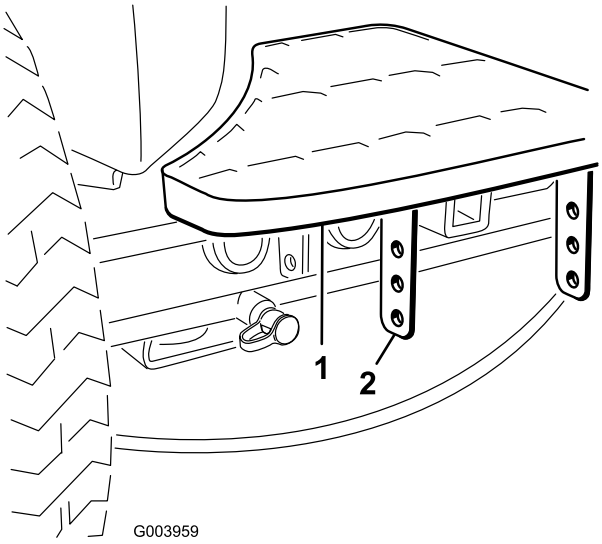

Rysunek 2
1. Usuń 2 śruby i nakrętki mocujące zaczepy stopnia do ramy jednostki jezdnej (Rysunek 2)